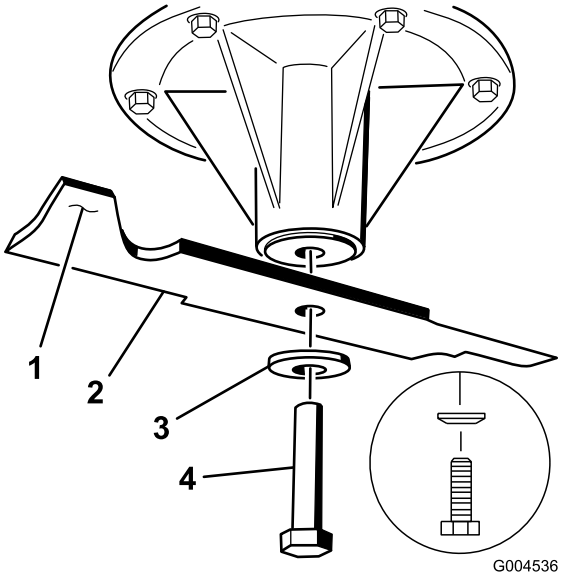
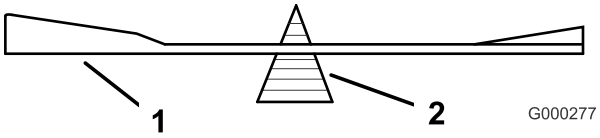

Figur 78
Figur 80
2. Fjern skæreknivsbolten, den buede skive og skærekniven fra spindelakslen (Figur 78).
2. Kontroller skæreknivens balance ved at placere den på en afbalanceringsenhed (Figur 80). Hvis skærekniven forbliver i en vandret position, er skærekniven afbalanceret og kan benyttes. Hvis skærekniven ikke er afbalanceret, skal der slibes lidt mere metal af enden af sejlområdet (Figur 78). Gentag denne procedure, indtil skærekniven er afbalanceret.